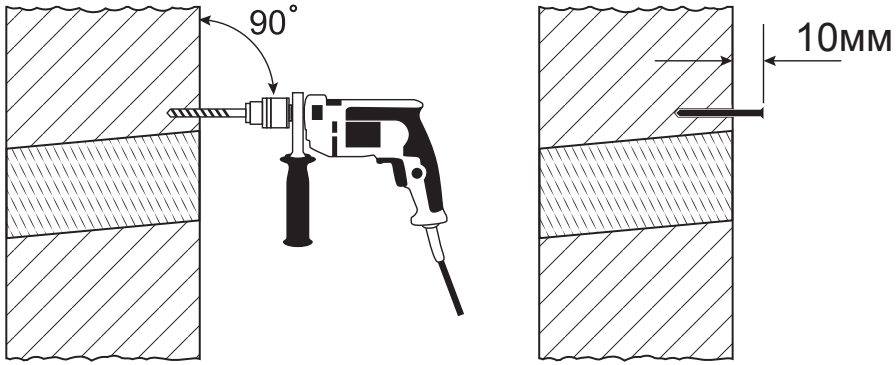

Рис.5. Сверление отверстий под дюбель-гвозди (анкерные болты)
4.6.9. Просверлить отверстия для двух дюбель-гвоздей (анкерных болтов) согласно разметке см. рис. 5. Диаметр отверстий должен соответствовать выбранному размеру дюбеля (анкера). Диаметр для дюбеля из комплекта – 10 мм.